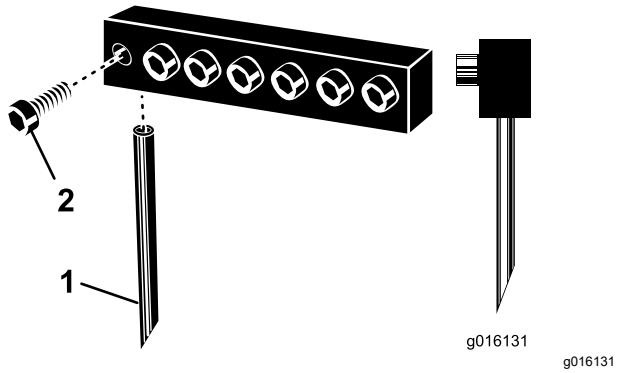

Bild 30
3. Lösen Sie die Klemmbolzen und entfernen Sie die vorher verwendeten Tines (Bild 30).
Hinweis: Bei hohlen Tines muss der Auswurfspalt nach hinten zeigen. Bei massiven Tines muss der Tines-Spitzenwinkel zur Maschine zeigen (Bild 30).